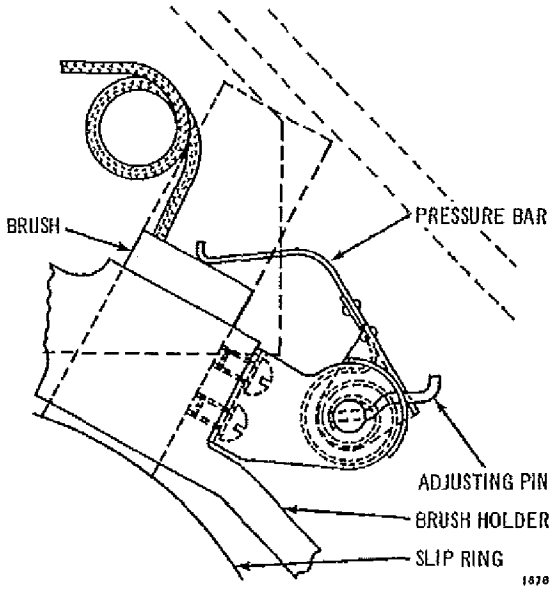

Figure 6-6. Brush Holder Assembly for AC Motors
1. Check all brushes to insure that they make good contact with the slip rings and they move freely in the brush holders. See Figure 6-6.